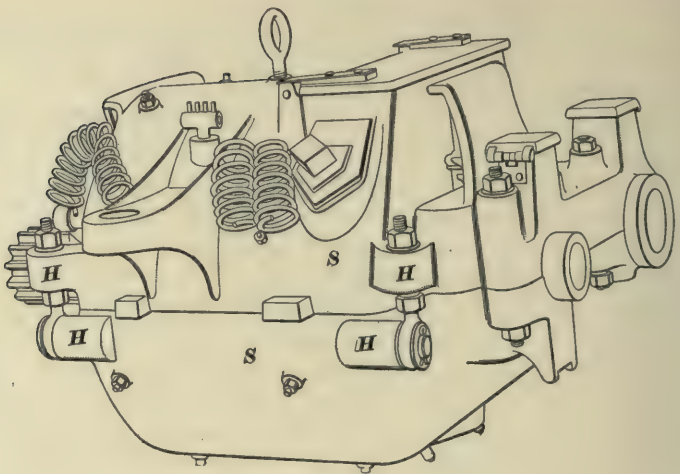
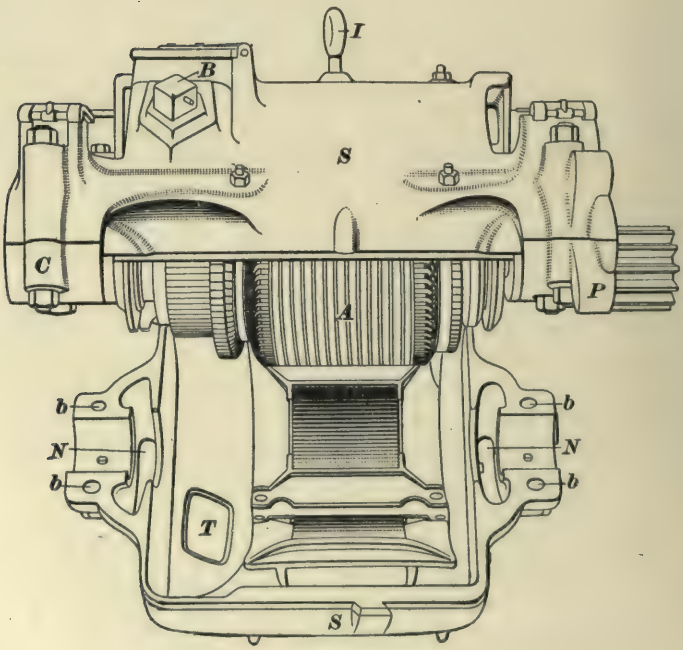

FIG. 16.
FIG. 17.
**15. Frame.**—The frame, comprising the shells, is of steel, and is, of course, in two parts, hinged together at *H*, *H*, *H*, *H*, in Fig. 16. Fig. 17 shows the motor swung open, in which position either of the lower field coils may be removed without disturbing any other part of the motor. When the motor is closed, Fig. 16, the two shells are held together by means of bolts passing through holes *b*, *b*, *b*, *b*. These bolts also serve as the bearing bolts for the armature. The pole pieces, of which there are four, are cast with the two shells. The top shell has a lid-covered opening to give access to the commutator and brushes for inspection; the lower shell has a hand hole for removing dirt, or wrenches, bolts, etc. that may have been dropped in from above.